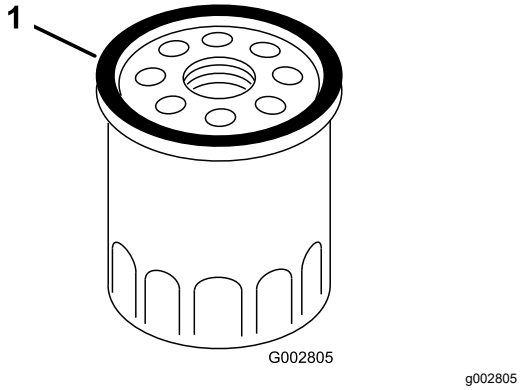

Figura 29
7. Usando el dedo, unte la junta del filtro nuevo con aceite (Figura 29).